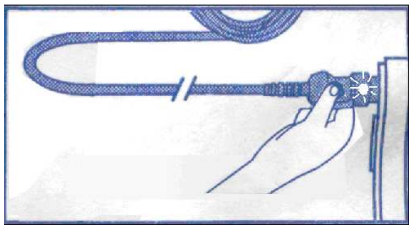

Figura 7-9 Readucerea la zero a sistemului
1) Țineți cateterul conectat la cablul IUP şi apăsați puțin pe butonul re-zero pe cablul de presiune (Vezi figura 7-9). Lumina verde pe cablu se va aprinde timp de cinci secunde.